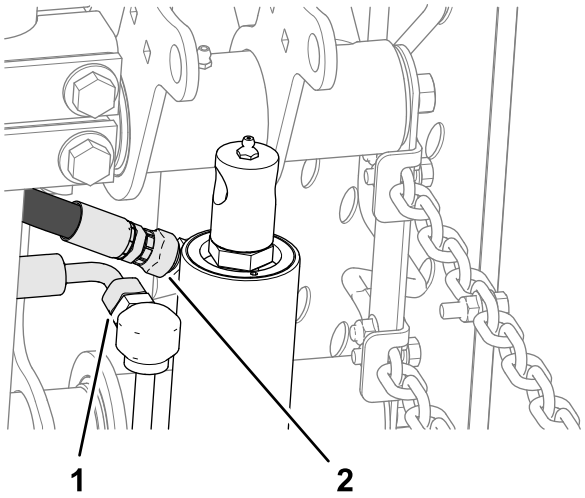

Figur 14
2. Ved løftecylinderen skal du løsne returslangens lige drejefitting og løfteslangens 90°-drejefitting (Figur 14).